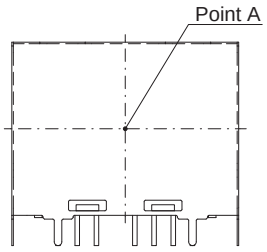

Fig.8.19 Temperature Measuring Point in the case of Forced Air Cooling
(3) Temperature Measuring Points in the case of Forced Air Cooling (1m/s)
■In the case of forced air cooling, please have sufficient ventilation to keep the temperature of point A in Fig.8.19 at 100℃ or below. Please also make sure that the ambient temperature does not exceed 85℃.